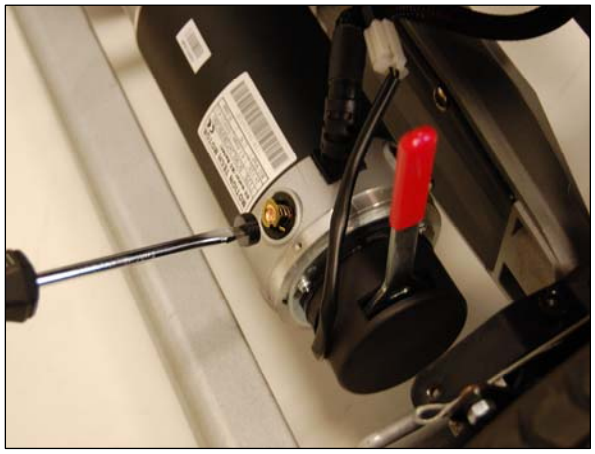

Figure 9. Motor Brush Caps
5) Repeat steps 2-4 for all four brushes. See figures 9 and 10.